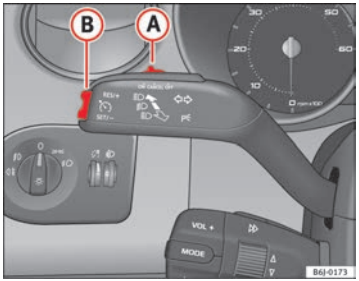

Fig. 106 Turn signal and main beam headlight lever: switch and rocker switch for the cruise control
– Press the upper part **RES** of the rocker switch ⇒ fig. 106 (B) to increase the speed. The vehicle will continue to accelerate as long as you keep the rocker switch pressed. When you release the switch, the new speed is stored.
Cruise control is switched off if you reduce speed by depressing the brake pedal. Reactivate the control by pressing once on the upper part of the rocker switch **RES+** ⇒ page 145, fig. 106 (B).